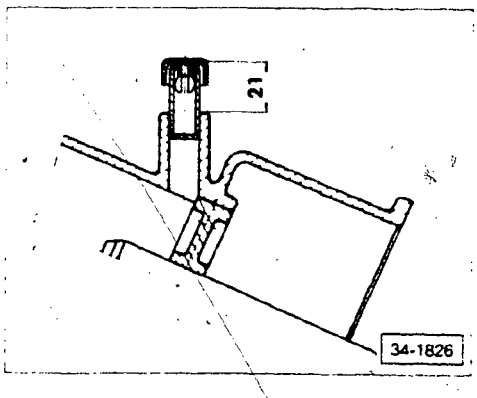

Fig. 5 Transmission breather sleeve, installing
- breather insertion depth, Fig. 5